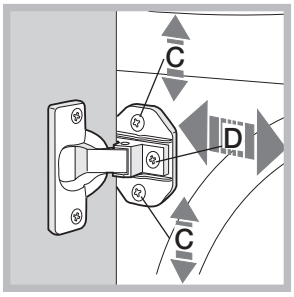

Fig. 7
- Pentru a regla poziția panoului de lemn pe verticală și pe orizontală, utilizați șuruburile **C** și **D** după cum este indicat în *fig. 7*.